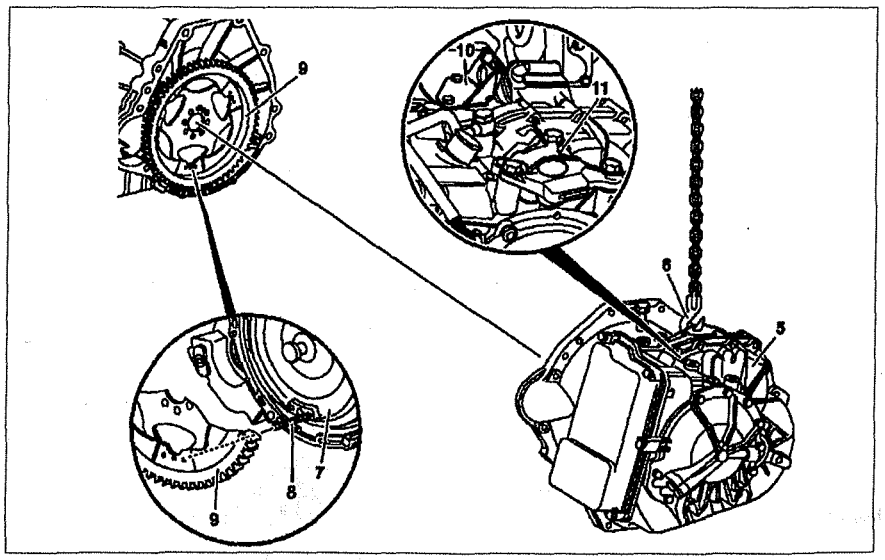

Рис. 6.51. Снятие и установка АКПП (автомобили с двигателями 611.980):
8. Используя подъемник **6**, отсоедините коробку передач **5** от двигателя **1** (см.рис.6.51).